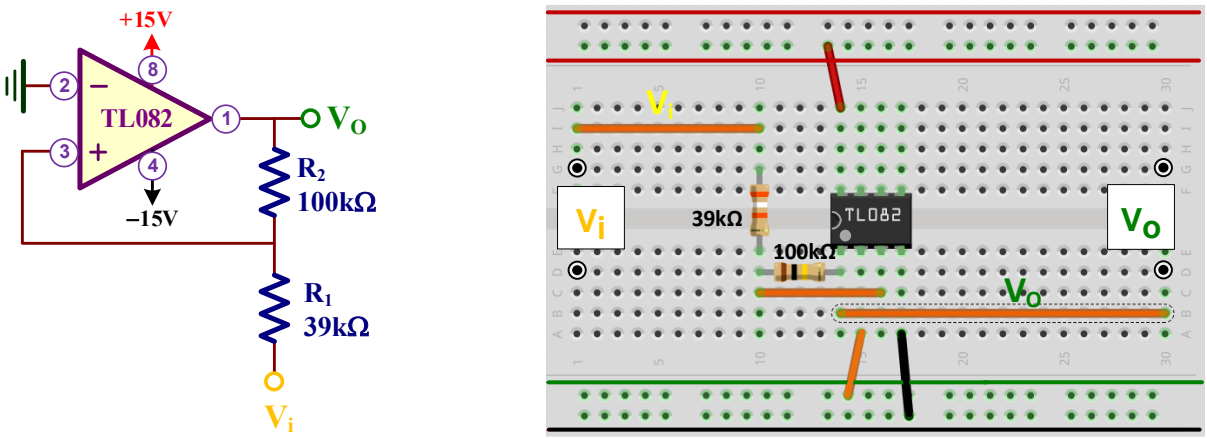
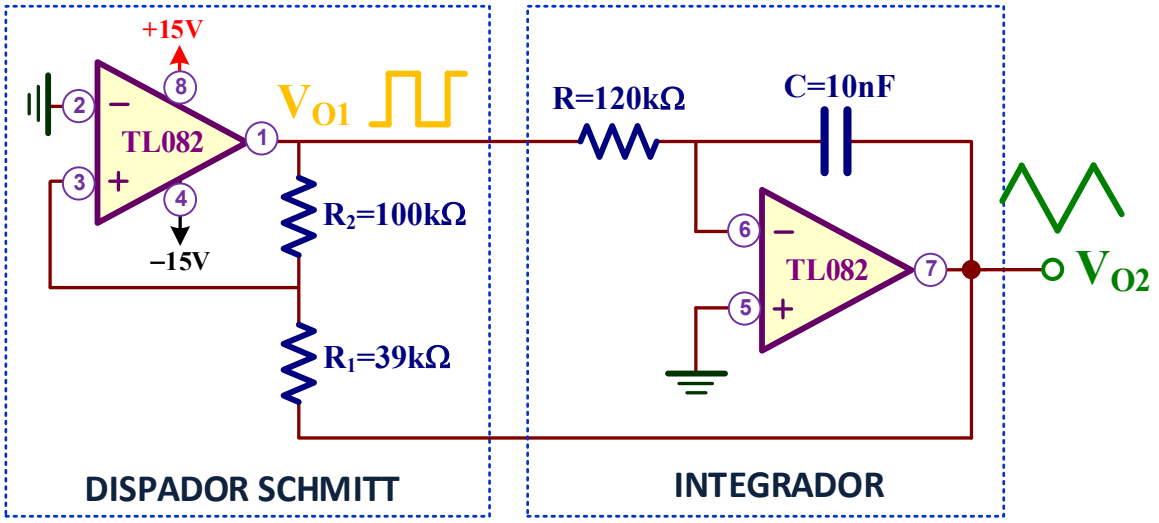

Figura VII.3. *Disparador Schmitt no-inversor.*
Figura VII.4. *Circuito del generador de diente de sierra y onda cuadrada.*
Basado en el TL082, el circuito de la figura VII.3 corresponde al esquema de un comparador regenerativo también denominado comparador con histéresis o disparador de Schmitt. En su montaje se utiliza solo uno de los dos OA que contiene el TL082.
A) Montar el disparador Schmitt no-inversor de la figura VII.3 y obtener experimentalmente las tensiones de entrada de disparo (V_{TH}, V_{TL}) y las tensiones de salida (V_{OL}, V_{OH}).
Análisis teórico. El circuito de la figura VII.3 es un disparador Schmitt no inversor ya que la señal de entrada V_i está conectada a la entrada (+) del OA.
C) **Montar el circuito generador de diente de sierra de la figura VII.4 constituido por el disparador Schmitt de la figura VII.3 y un integrador. Medir el periodo T de las señales de salida. Representar gráficamente las tensiones V_{O1} y la V_{O2} vistas en el osciloscopio e identificar las tensiones V_{TH}, V_{TL}, V_{OL} y V_{OH}.**
Una vez montado el circuito de la figura VII.4 utilizando solamente un **único** circuito integrado TL082 que contiene 2 OAs, conectar al nudo V_{O1} el canal CH1 del osciloscopio y V_{O2} al canal CH2. Ajustar los mandos del osciloscopio para visualizar una onda cuadrada y una onda triangular que contenga dos o tres periodos de esas señales. Dibujar sus formas de onda.